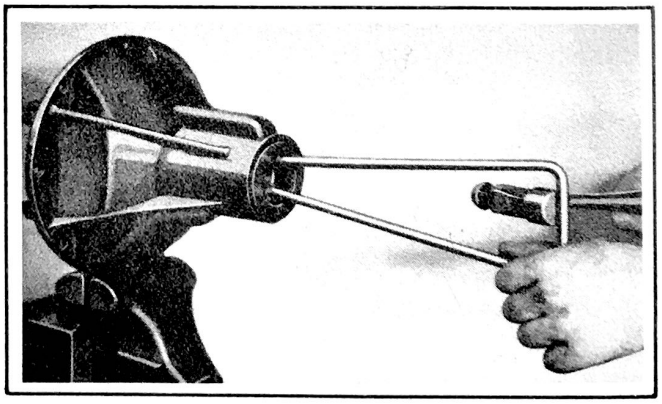

Figure 287 - Pinion Shaft Oil Seal Removing with J-489 Tool
Remove pinion shaft oil seal (24), Fig. 274, from carrier using pinion shaft oil seal puller tool J 489 as shown in Fig. 287. Pinion shaft front bearing cone can now be removed.